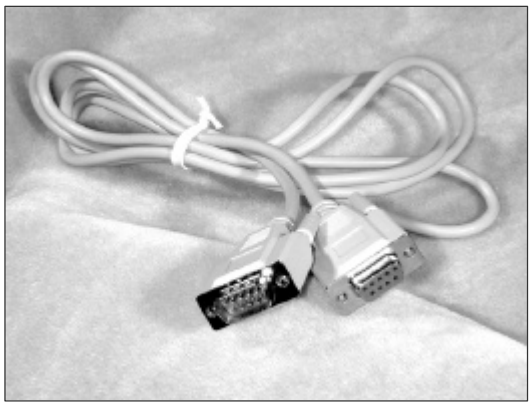

Fig. B.2.1d. Cable 2
- Serial Connector Port (B). Dsub 9-pin female connects to COM 1 on the laptop computer via Cable #2 (Fig. B.2.1d), and is used to transmit signals from the TouchScreen’s stylus to the PC.